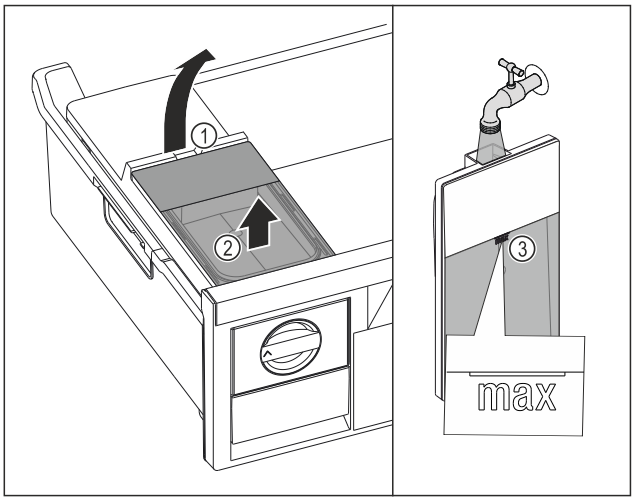

Fig. 161
▶ Elevar el depósito de agua por la entalladura *Fig. 161 (1)*.
▶ Extraer el depósito de agua hacia arriba. *Fig. 161 (2)*
▶ Llenar el depósito de agua con agua potable hasta la marca *Fig. 161 (3)*.